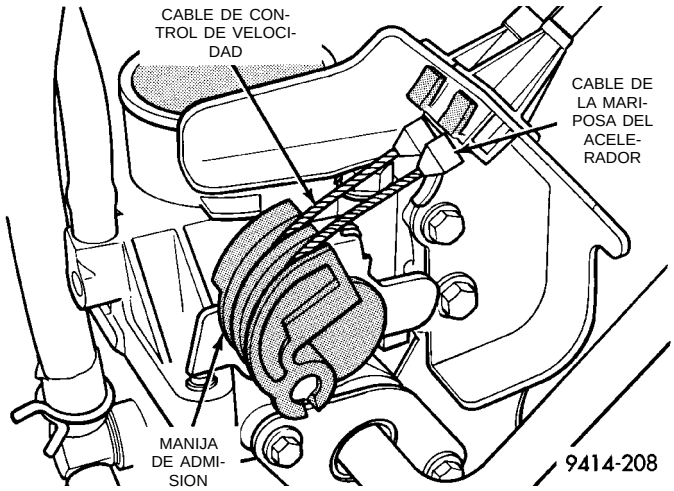
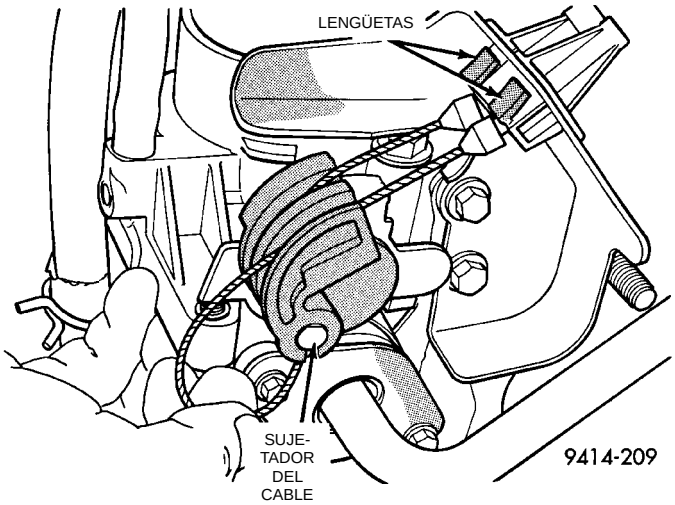

Fig. 39 Fijación del cable de la mariposa del acelerador al cuerpo de mariposa
Fig. 40 Desconexión del cable de la mariposa del acelerador
(2) Desde el compartimiento del motor, retire el cable de la mariposa del acelerador de la manija del cuerpo de mariposa (Fig. 39) y (Fig. 40).
(3) Comprima las lengüetas de fijación del cable y deslice el cable para extraerlo del soporte.
(4) Desde el interior del vehículo, sostenga levantado el pedal y retire el cable de la mariposa del ace-
(1) Desde el compartimiento del motor, empuje la conexión del extremo de la cubierta del cable e introdúzcala en la arandela de goma situada en el salpicadero.
(2) Instale la cubierta del cable (extremo correspondiente al cuerpo de mariposa) en el soporte de instalación situado en el motor.
(3) Desde el interior del vehículo, sostenga levantado el pedal e instale el cable de la mariposa del acelerador y su sujetador, en el extremo superior del eje del pedal. Instale el retén del cable.
(4) Instale el collarín de retención del cable.
(5) Desde el compartimiento del motor, gire la manija de admisión hasta la abertura completa e instale el sujetador del cable (Fig. 40).